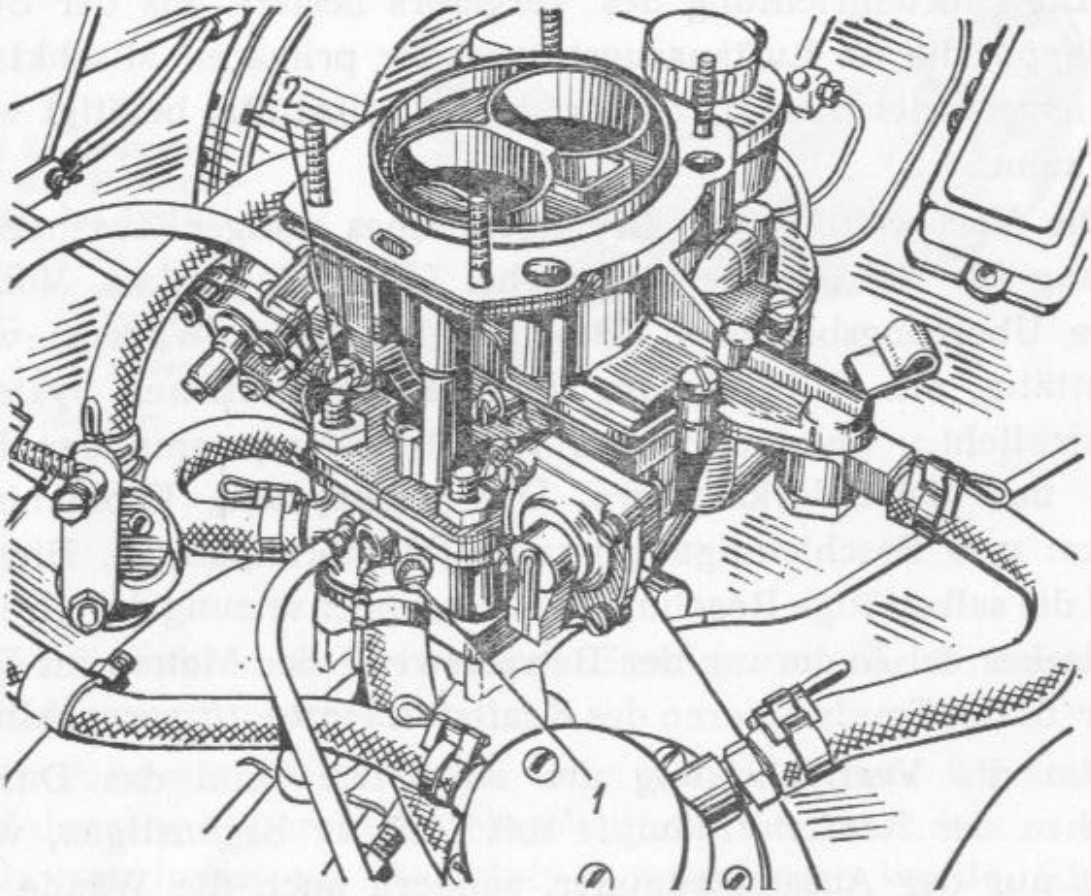

Bild 71. **Anordnung der Einstellschrauben des Vergasers:**
Zur Leerlaufeinstellung des Vergasers sind zwei Schrauben vorgesehen: Leerlaufbegrenzungsschraube *2* (Bild 71), welche die Öffnung der Drosselklappe der primären Mischkammer begrenzt, und Leerlaufgemischschraube *1*, welche die Zusammensetzung des Gemisches einstellt, das vom Leerlaufsystem vorbereitet wird.
1. Motor abstellen und Leerlaufgemischschraube *1* (Bild 71) bis zum Anschlag festziehen, darauf um 2 Umdrehungen losdrehen. Leerlaufbegrenzungsschraube *2* um 1,5—2 Umdrehungen einschrauben, von der Stellung ausgehend, bei der sie den Hebel zu drehen beginnt, der unbeweglich auf der Achse der Drosselklappe befestigt ist.